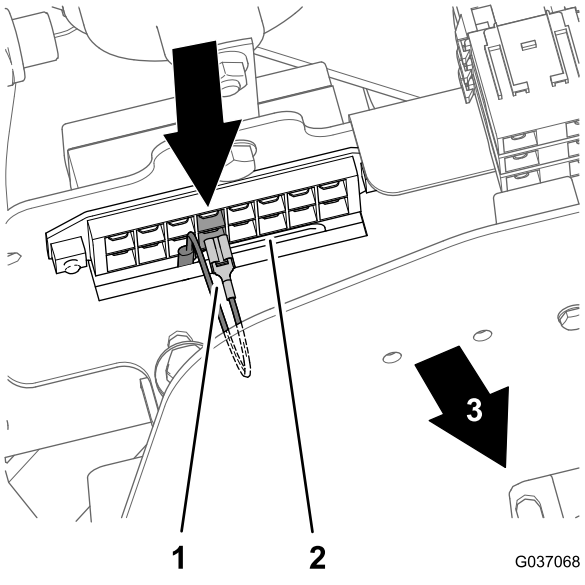

Figura 35
- Modelli 30654, 30657 e 30659 - posizione del 4° fusibile da sinistra (Figura 35)